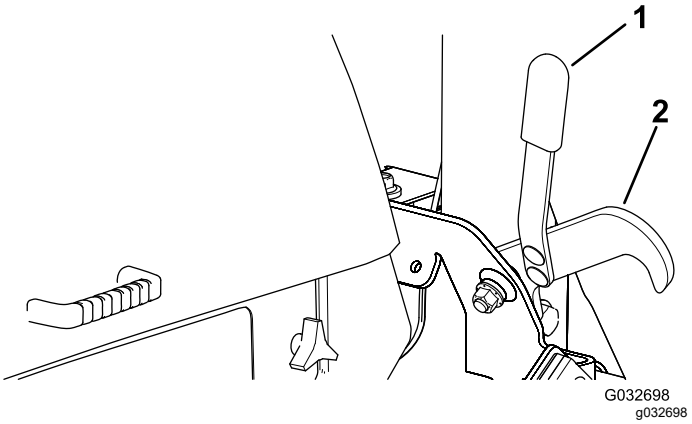

Figura 31
2. Siéntese en el asiento del operador y gire la llave de contacto a la posición de MARCHA (Figura 31).